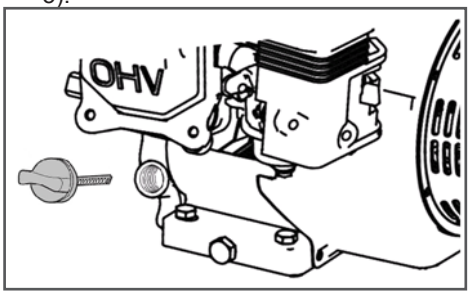

Рис. 5 Крышка-щуп маслозаливной горловины
2. Выкрутите крышку-щуп маслозаливной горловины и извлеките щуп (Рис. 5).